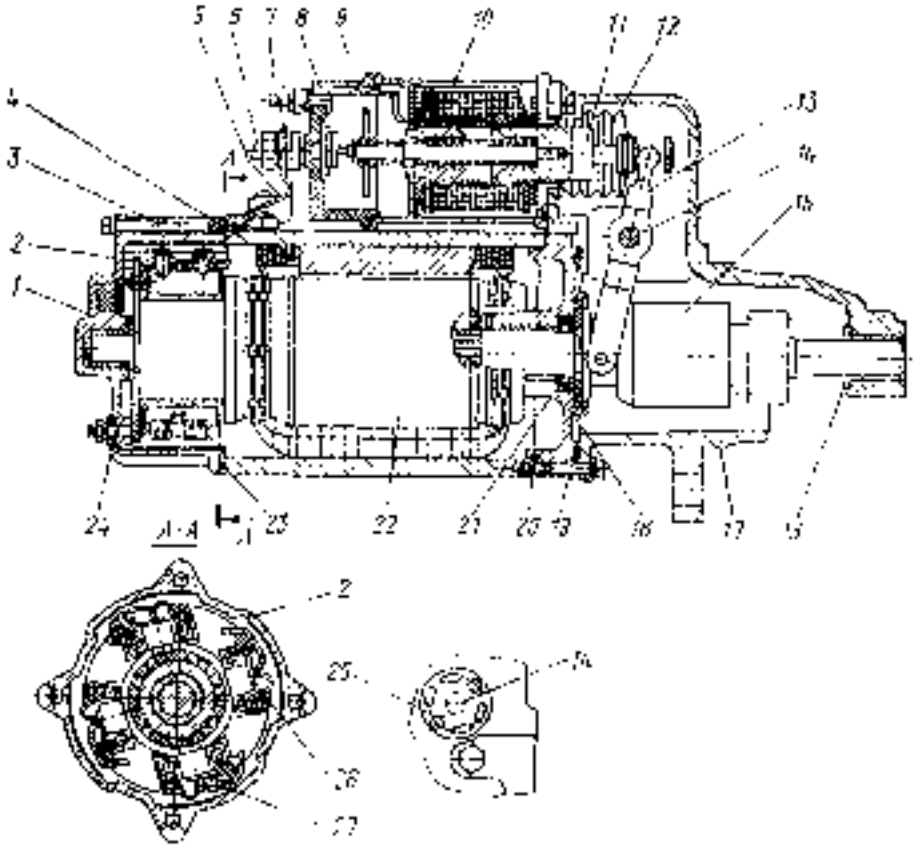

Fig. 124. Starter
Drive *15* (Fig. 124) shifts on the shaft of armature *22* in longitudinal splines. The drive consists of housing *2* (Fig. 125) driving coupling member *4*, gear *8* with a driven coupling member, spring *3*, bush *1* with spiral splines and a mechanism used for centrifugal disengagement of the coupling member. The drive housing is packed with grease.
The starter is sealed with packing elements placed at the joints of outer parts of the starter and relay. The starter motor is protected against ingress of dirt from the flywheel case with the help of collar *21* (see Fig. 124) fitted in intermediate bearing holder *18*. The traction relay is protected against dirt and water by means of bellows *12*.
1. Undo the nuts and remove jumper *5* (see Fig. 124) that connects the relay with the body.